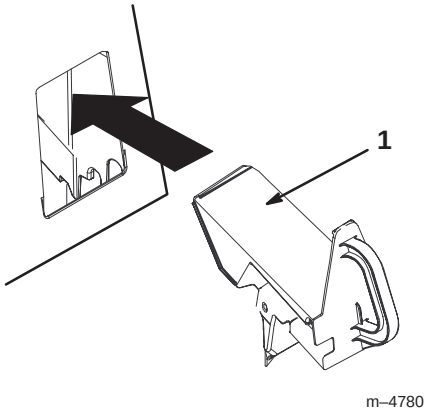

Figur 18
4. För in återvinningspluggen i öppningen enligt figur 18.